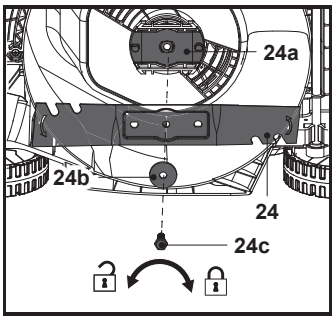

Fig. 23
1. Remplacer la lame de coupe (24) par une neuve de même type. Vérifier d'abord l'état du support de lame (24a) sur la broche, fixer la lame de coupe (24) sur le support de lame (24a) en l'alignant sur les motifs du support de lame (24a), puis fixer l'ensemble avec la rondelle plate (24b) et le boulon de fixation (24c) et serrer manuellement.
2. Maintenir fermement la lame de coupe (24) avec une main gantée et/ou un bâton, serrer le boulon de fixation (24c) dans le sens horaire à un couple de 25 Nm min., 35 Nm max. pour garantir le fonctionnement sûr de la machine (Fig. 23).